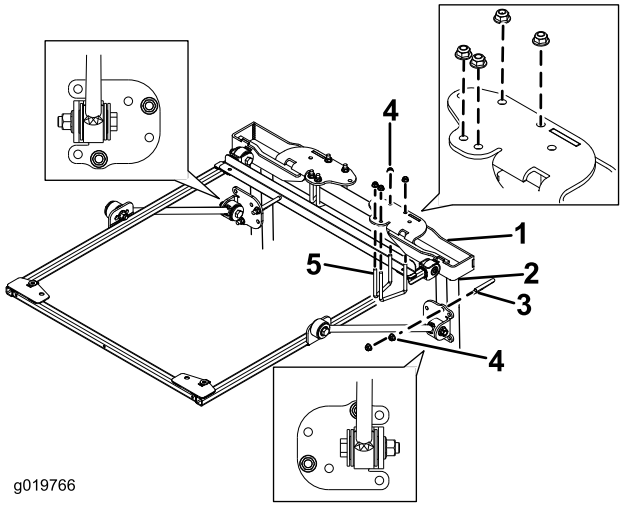

Bild 28
5. Befestigen Sie die Befestigungshalterungen des Überrollschutzes an der Oberseite des Überrollbügels der Zugmaschine (Bild 28). Stellen Sie sicher, dass der Überrollbügel in den Befestigungshalterungen des Überrollschutzes zentriert ist.
6. Befestigen Sie jede Befestigungshalterung des Überrollschutzes mit zwei U-Bügeln (2¾") und vier Bundmuttern in den in Bild 28 abgebildeten Befestigungslöchern an der Oberseite des Überrollbügels.
7. Befestigen Sie jede Strebenhalterung lose mit einem U-Bügel (4") und zwei Bundmuttern in den in Bild 28 abgebildeten Befestigungslöchern an den Streben des Überrollbügels.